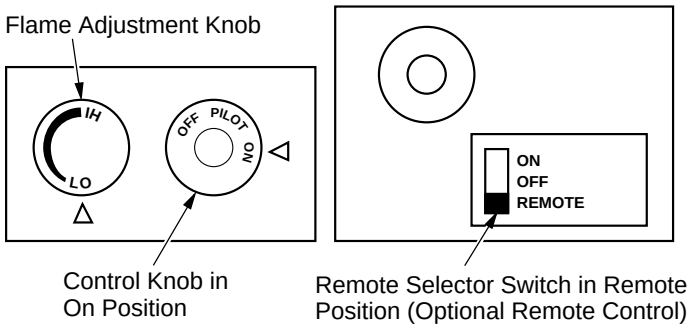

Figure 34 - Setting the Remote Selector Switch, Control Knob, and Flame Adjustment Knob for Remote Operation
1. **After lighting, let pilot flame burn for about one minute. Turn control knob to ON position. Adjust flame adjustment knob anywhere between HI and LO. Slide the remote selector switch to the REMOTE position (see Figure 34).**